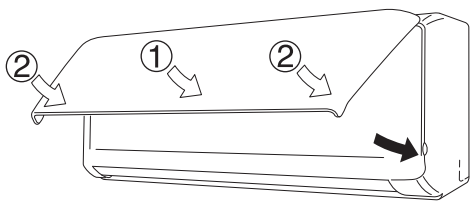

Fig. 3-18
(6) Introduza a parte superior do filtro anti-bolor e, em seguida, fixe a parte inferior do filtro com as saliências na unidade.
(7) Ao fechar o painel frontal, empurre primeiro a parte central do painel frontal e, em seguida, pressione os cantos inferiores direito e esquerdo no sítio até encaixarem. (Fig. 3-18)